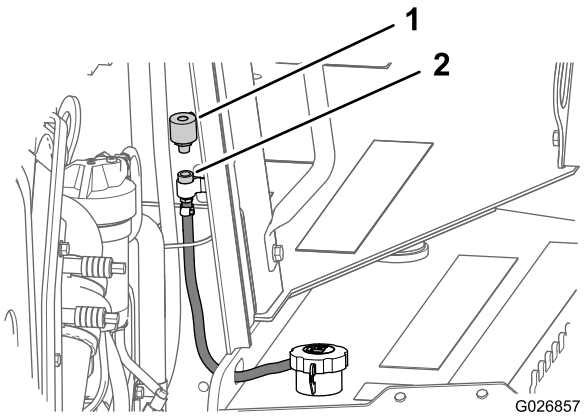

Figure 72
2. Sur l'avant du panneau du compartiment moteur, déposez le reniflard situé sur le raccordement de tuyau en le tournant dans le sens antihoraire (Figure 72).
3. Insérez le nouveau reniflard dans le raccordement de tuyau et serrez-le à la main (Figure 72).